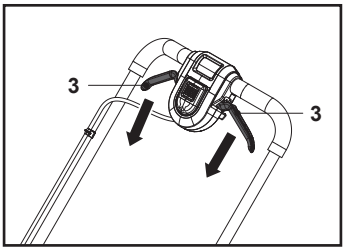

**Fig. 17**
Release the start levers (3) to stop motor and cutting blade (22) (Fig. 17).